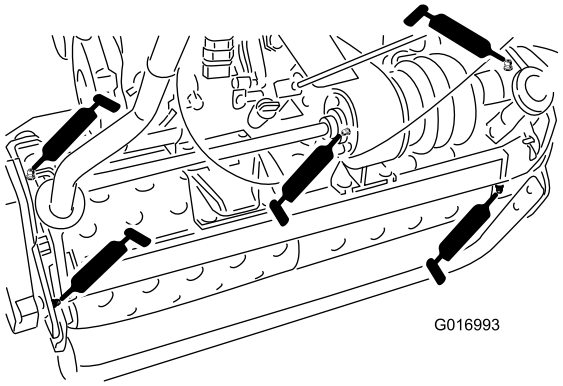

Rysunek 18
- 2 na osiach bębnowych (Rysunek 18)
- 3 na mechanizmie różnicowym (Rysunek 18)